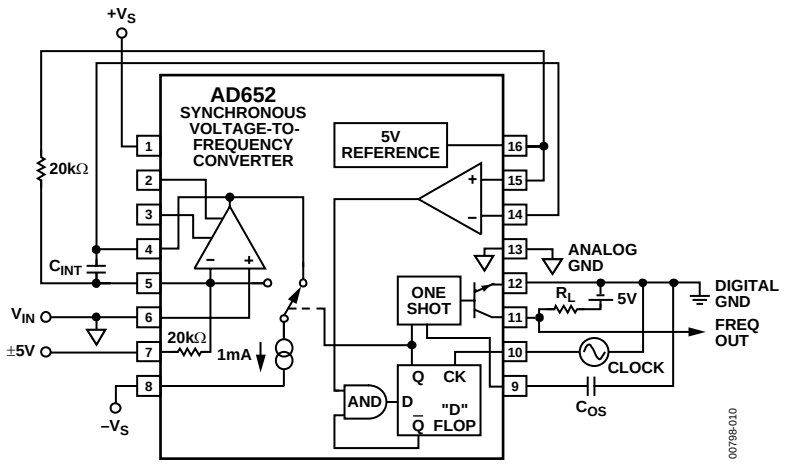

Figure 10. Bipolar Offset
A bipolar input voltage of ±5 V can be accommodated by injecting a 250 μA current into Pin 5 (see Figure 10). A −5 V signal provides a zero sum current at the integrator summing junction, which results in a zero-output frequency; a +5 V signal provides a 0.5 mA (full-scale) sum current, which results in the full-scale output frequency.
1. Use an external resistor for R_{OS} and the internal 20 kΩ resistor for R_{IN} (as shown in Figure 10).